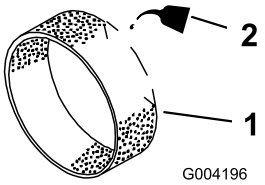

**Figur 44**
3. Häll 30 till 60 ml olja på förfiltret (Figur 44).